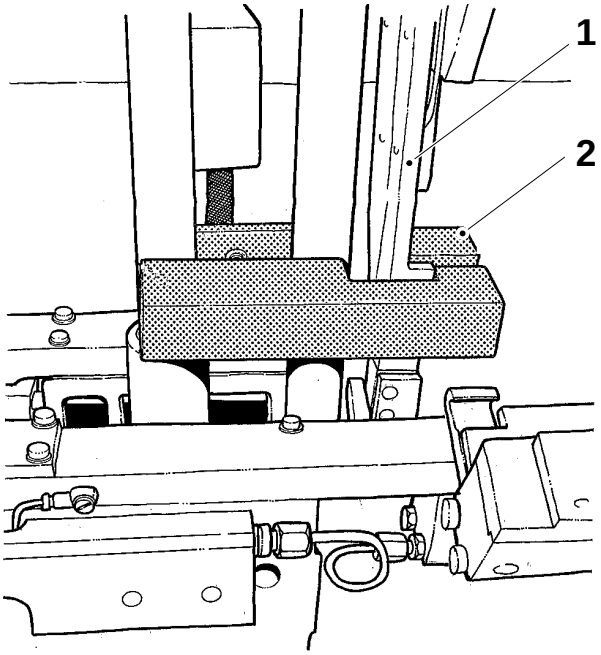

Fig. 1
b) Turn the knob (3) fully in and then out one and a half turn (in order to make sure that there is a gap between the volume cams when the knob is turned fully in).
c) Loosen the screws (4) and fit the template (2) on the LH volume cam section, see fig. 1. If required, loosen the screws (6).
d) Set the outer volume cam (1) parallel to the template. Tighten the screws (4) and remove the template.
e) Undo the four screws (5) and remove the volume cam section from the machine.
f) Loosen the screws (6) and set the inner volume cam (7) parallel (± 0.2 mm) with the outer volume cam. Tighten the screws.
j) Undo the screw (8) and shift the lug (10). Fit the screw (8) in the hole (9).